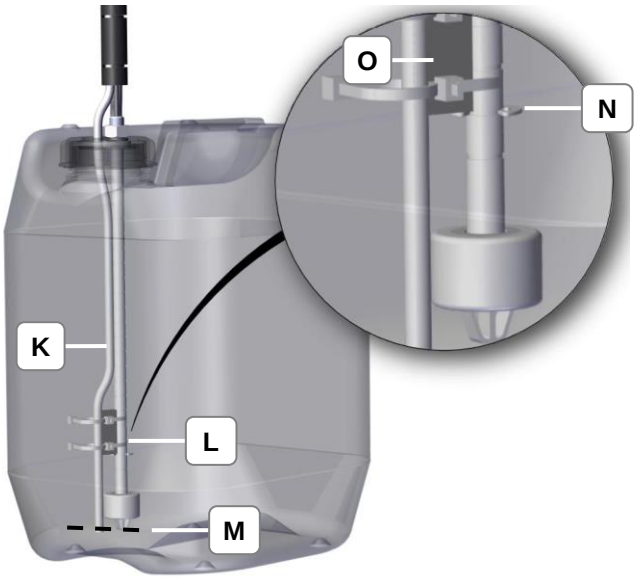

Afbeelding 4.5.5: Waterslang en kabel
Pompbedrijf • Een perfecte werking van het pompbedrijf is gegarandeerd als de waterslang (K) en de kabel (L) op hetzelfde niveau (M) zijn ingesteld (afbeelding 4.5.5).